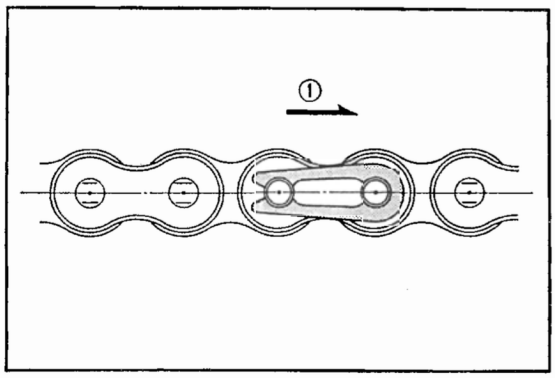

Fig. 4.103
① Direction of rotation
5. Assemble the panel on the rear wheel and mount the wheel assembly on the frame. Install the drive chain and make the proper adjustment before final torquing of the rear wheel axle. **(Fig. 4.103)**